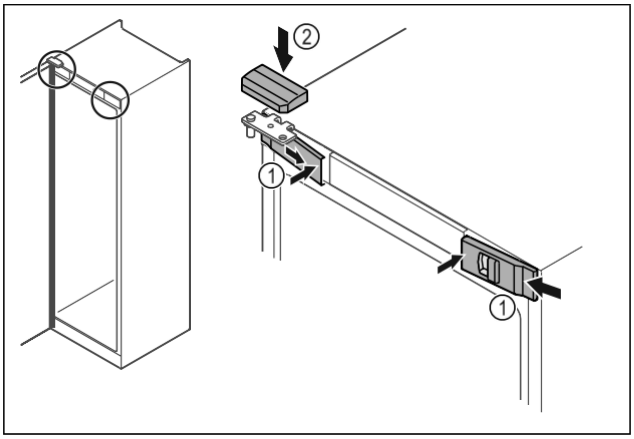

Fig. 36
- ▶ Vordere Abdeckungen *Fig. 36 (1)* seitlich einhaken und innen aufrasten.
- ▶ Obere Abdeckung *Fig. 36 (2)* von oben aufrasten.